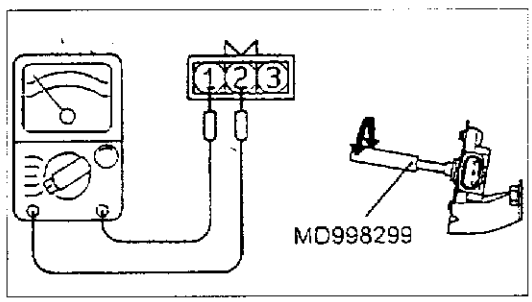

图 3－2－23
(3)接着把万用电表连接在端子①和端子②之间。
(4)当用专用工具(MAS 螺丝起子)转动调节螺钉时，检查电阻是否平稳变化，如图 3－2－23 所示。
(1)组件拆装如图 3－2－24 所示。
①脱开喷油器连接器。
②测量各端子之间的电阻。标准值：13～16Ω(20℃时)。
③安装喷油器连接器。